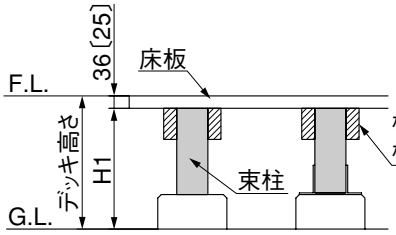
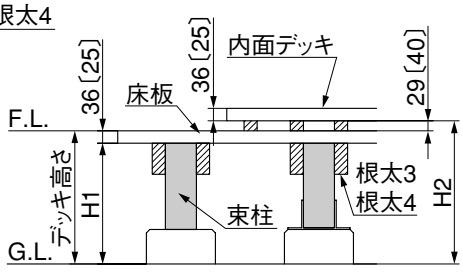

図3-2　フラットデッキ仕様の場合の束柱の高さ寸法
図3-3　内面デッキ仕様の場合の束柱の高さ寸法
❶図3-2、図3-3から束柱の高さ寸法のH1、H2を出してください。
❷両端部に束柱を建てて、オートレベル器もしくは水盛器でレベルを出し、水糸を張って残りの束柱を建ててください。